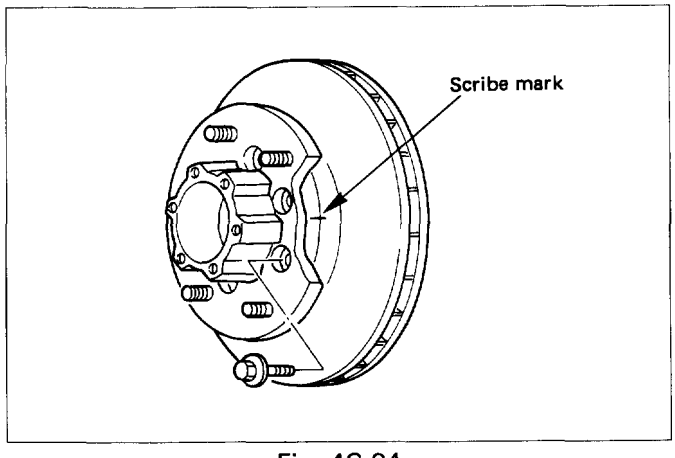

Fig. 4C-84
13. Inner bearing outer race (Fig. 4C-85)